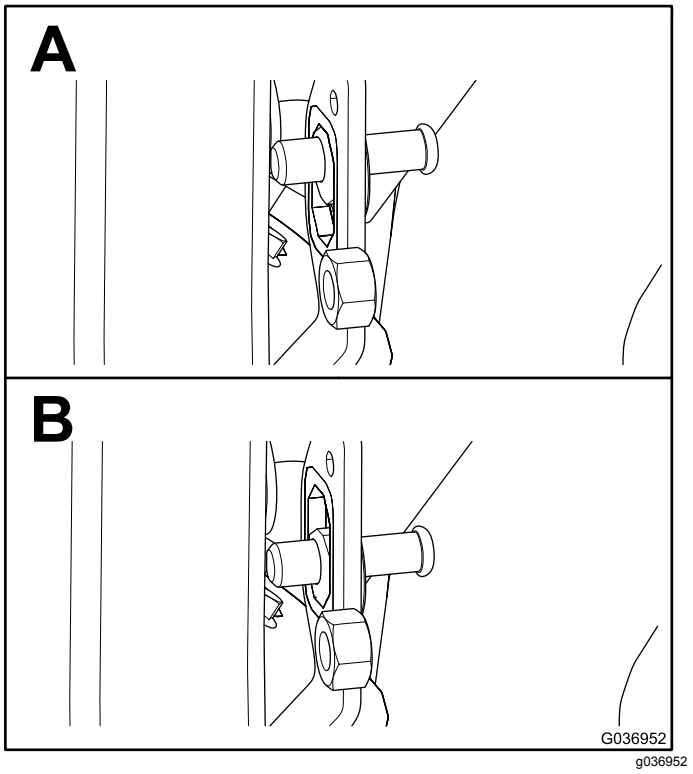

Рисунок 4
1. Установите по центру штифт защелки в монтажном кронштейне штифта защелки на балке (Рисунок 4).
4. Когда с помощью штифта защелки вы достигнете расстояния от 1,9 до 2,2 см, как показано на Рисунок 4, затяните контргайку.